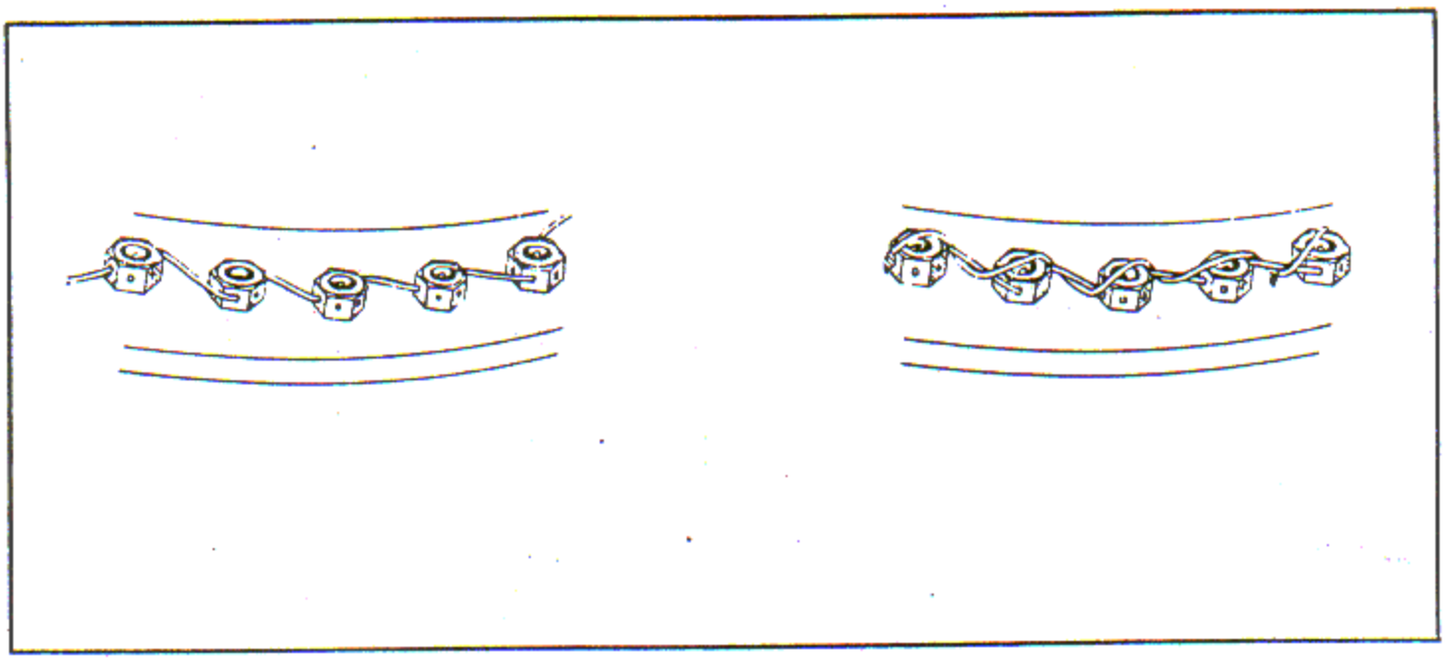

Figure 8-11. Method of Lockwiring Cylinder Hold-Down Capscrews
q. If lock wire is used, safety the screws in groups of five. See figure 8-11.